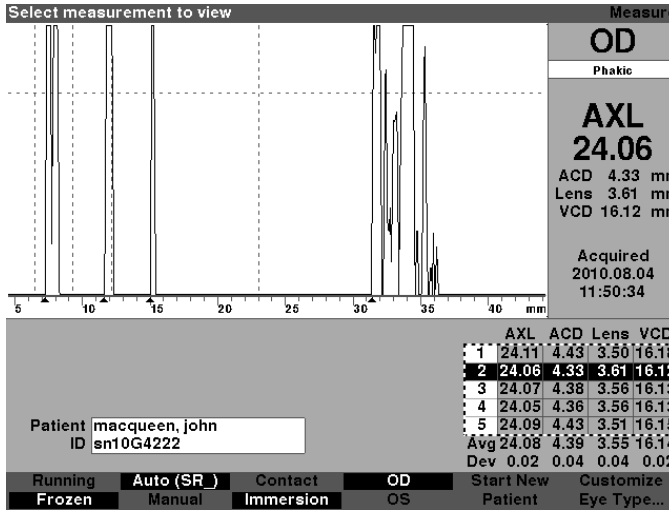

Figure 6-5 Measurement Selected
3. Within the measurements table, rotate the knob to scroll through the list of measurements. You can also just press the number (1 - 5) of the measurement on the keyboard. The measurement outlined with white text against a black background is the active measurement as shown in figure 6-5.